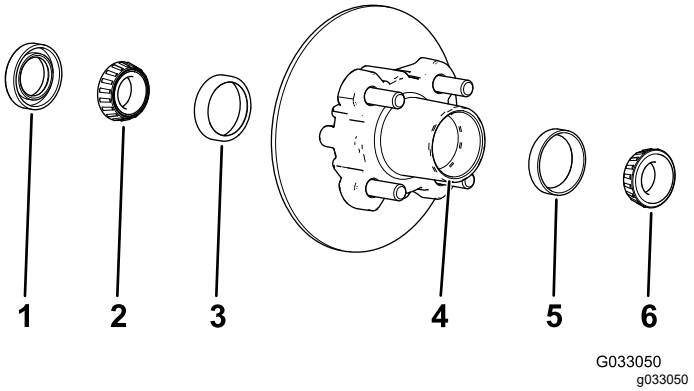

Figuur 27
1. Verwijder het buitenste lager en de loopring van het lager van de naaf (Figuur 27).
2. Verwijder de afdichting en het binnenste lager van de naaf (Figuur 27).
5. Verwijder alle vuil en vet uit de holte van de naaf (Figuur 27).
7. Vul de holte van de naaf voor 50 tot 80% met het aanbevolen smeermiddel (Figuur 27).
8. Monteer het binnenste lager op de loopring aan de binnenkant van de naaf en monteer de afdichting (Figuur 27).